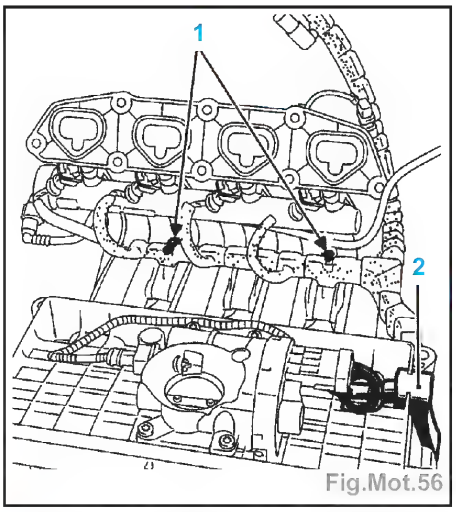

Fig.Mot.56
- Avant la repose du répartiteur d'admission, vérifier que le faisceau soit correctement positionné en (1) et (2) (Fig.Mot.56).